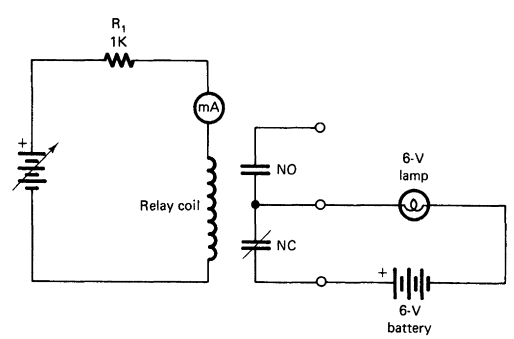

FIGURE 4-2B Modified relay circuit controlling lamp.
7. Alter the circuit so that it looks like that in Fig. 4-2B.